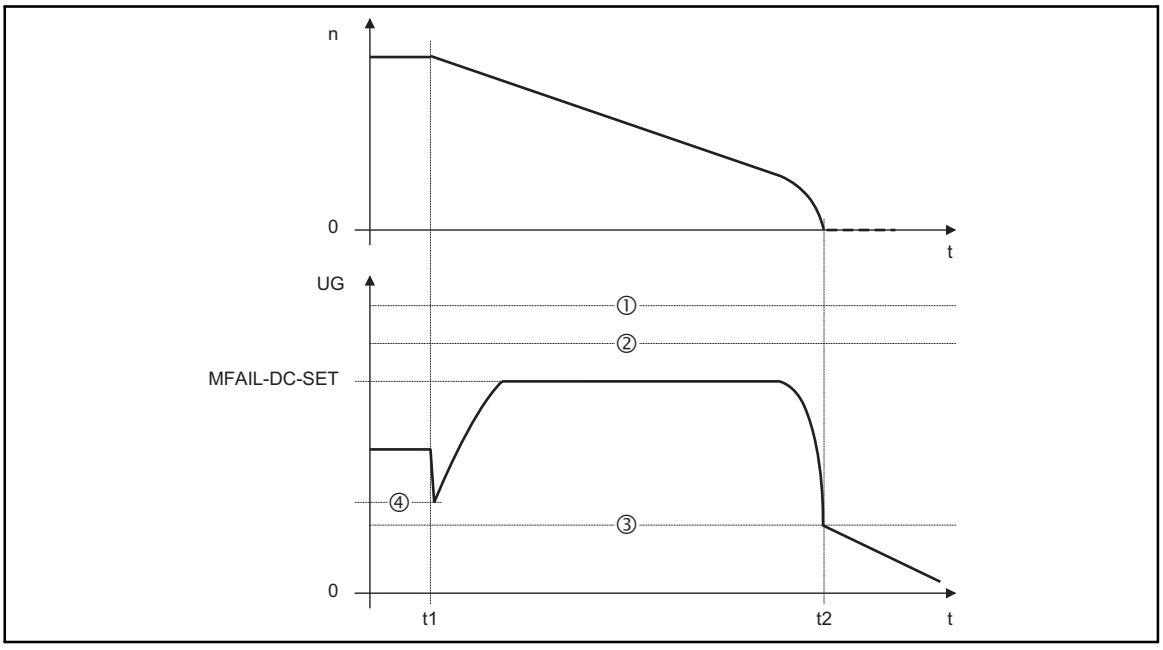

Abb. 2-97 Schematische Darstellung bei aktivierter Netzausfallregelung (idealer Verlauf)
– Verlängern Sie die Nachstellzeit $T_n$ (C0981) bis der Verlauf in Abb. 2-97 nahezu erreicht wird.